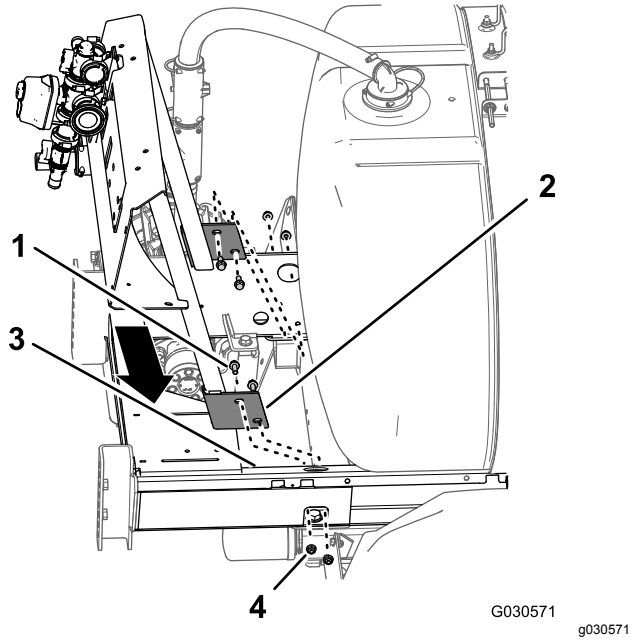

Figur 100
1. Innrett hullene i flensen til manifoldfestet for 10-ventilssystemet med hullene i rammen på sprederchassiset (Figur 100).
2. Monter manifoldfestet på sprederchassiset (Figur 100) med de fire flenshodeboltene (3/8 x 1 tomme) og de fire flenslåsemutterne (3/8 tomme) som du fjernet i trinn 3 i 18 Fjerne manifoldfestet for systemet med 3-bomseksjon (side 44).